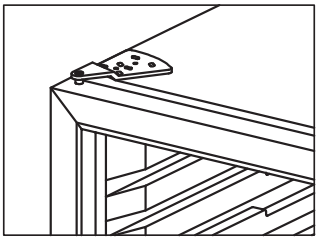

fig. 5.4
- Monter døren på bundhængslet (8) på samme måde som den blev fjernet og monter tophængslet igen. Se fig.5.4